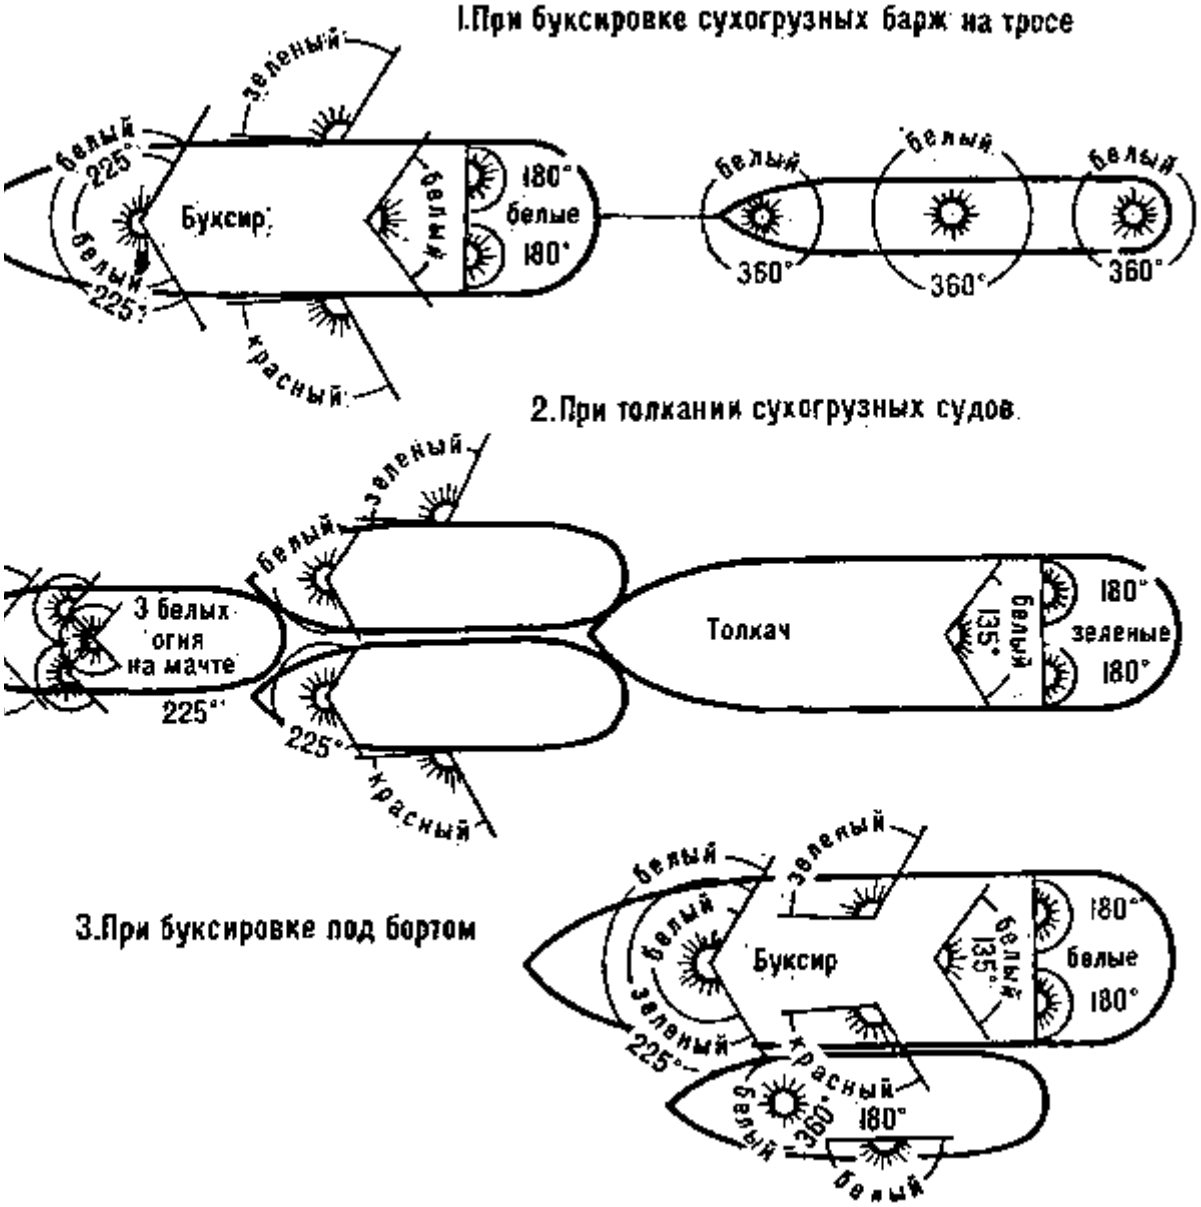

Рис. 2. Схема расположения ходовых огней на речных буксирах
4. Буксирные суда, ведущие на буксире другие суда или плоты, кроме огней, для одиночных судов (отличительных, гакового и гакабортных), несут на передней мачте (рис. 2):
— сухогрузные, длиной более 50 м — кроме белого клотикового на мачте по одному белому огню на носовом и кормовом флагштоках (рис. 2);